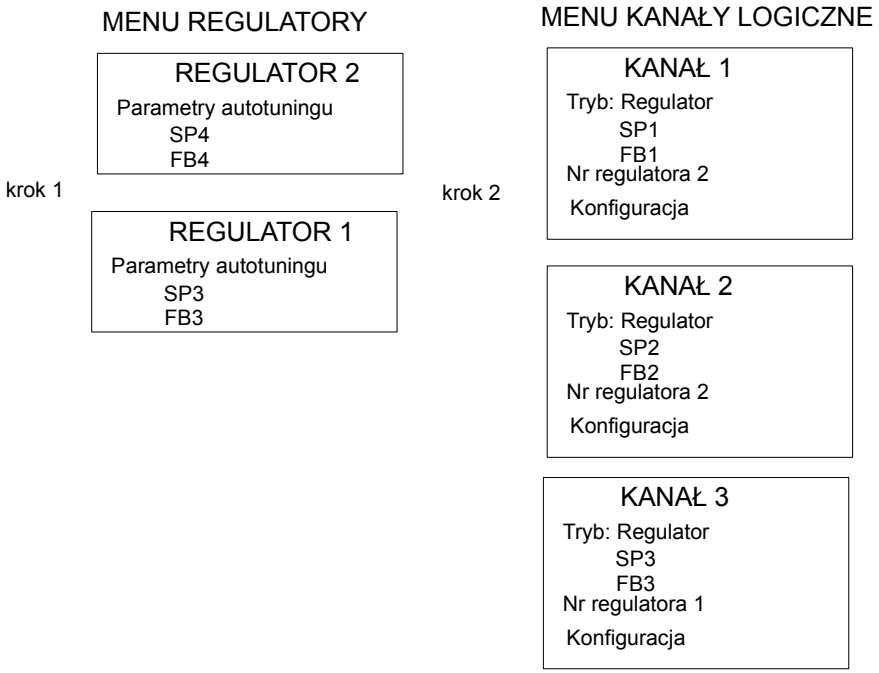

*Rys. 7.130. Schemat konfiguracji regulatora z poziomu menu **Regulatory***
- poprzez menu **Regulatory** w menu **Konfiguracja urządzenia** (patrz **Rys. 7.130**),